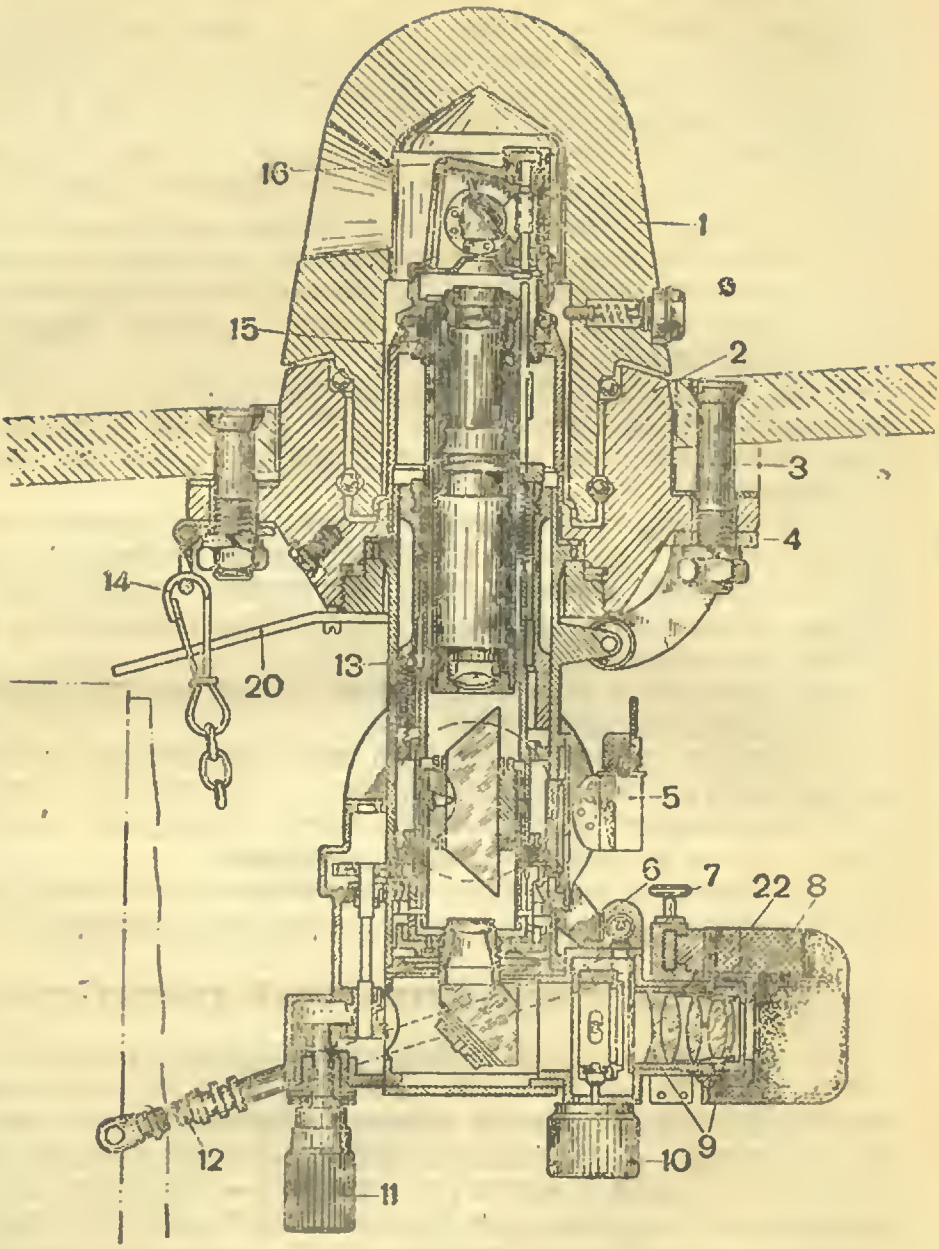

Рис. 68. Танковый перископиче
Состоит прицел из следующих частей: корпуса *13* (рис. 68), головки *16*, опорного кольца головки, маховичка кругового обзора *11*, шкалы горизонтальных углов *21*, стопора механизма кругового обзора, рычага углов местности *12*, корпуса окуляра *22* и патронов *5*, *6* для ламп освещения шкал.
3. Передвинуть вертикальную нить перекрестия маховичком *23* (рис. 68) на величину боковой поправки.
1. Отвинтить установочный винт запорного кольца и с помощью его рукоятки повернуть запорное кольцо на $^1/_{16}$ оборота (на 20—25°), для того чтобы поворачивать прицел в установочном стакане (рис. 68).